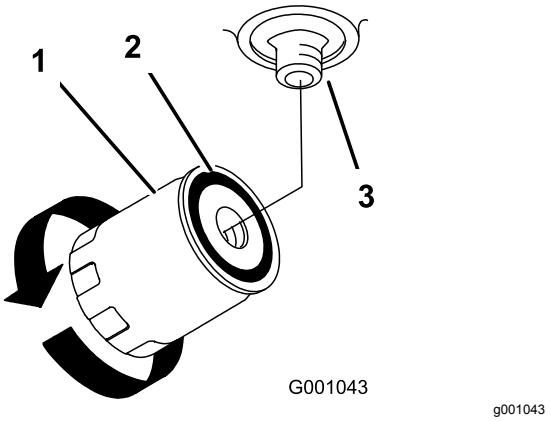

Figur 80
7. Påfør et tynt lag på gummipakningen på det nye filteret (Figur 80).
9. Fyll hydraulikktanken med hydraulikkolje til oljen flyter over filteret, og drei deretter oljefilteret med klokken til gummipakningen kommer i kontakt med filteradapteren. Stram så til filteret med en ytterligere halv omdreining (Figur 80).